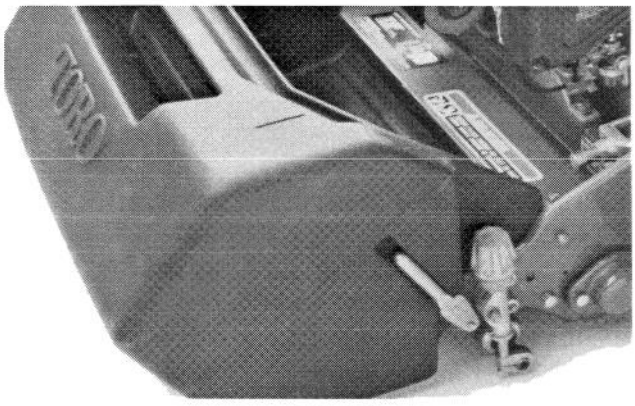

Fig. 11
1. Saisir le bac par le bord arrière supérieur et le glisser sur les tiges de montage (Fig. 11).